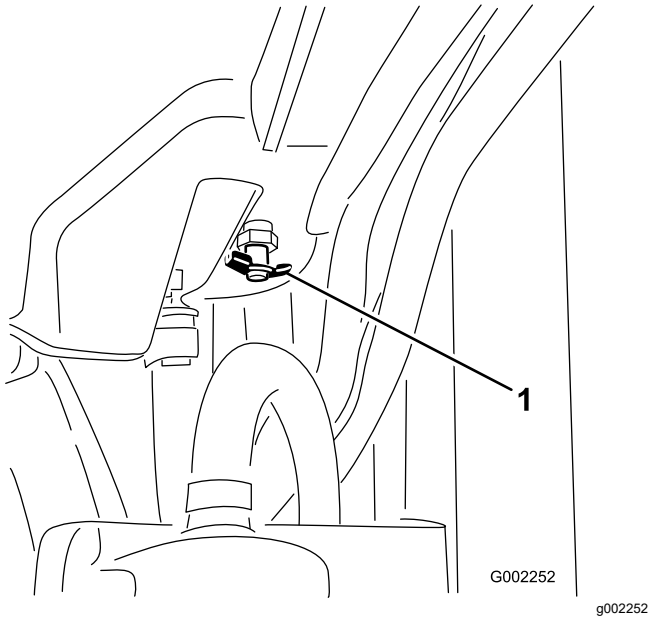

Figura 99
4. Abra a válvula de drenagem e deixe escorrer o líquido de arrefecimento para o recipiente (Figura 99).
5. Feche a válvula de drenagem (Figura 99).